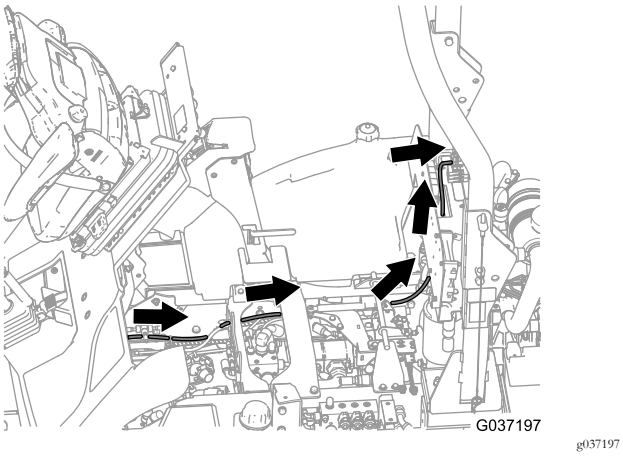

Figura 32
6. Dirija el cable alrededor del pivote de la plataforma y de vuelta hasta el área de la caja de fusibles (Figura 32).